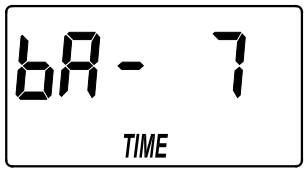

FIG. 26
2. Press the SELECT / MENU button twice, so that “bA TIME” appears in the display (See Figure 26).